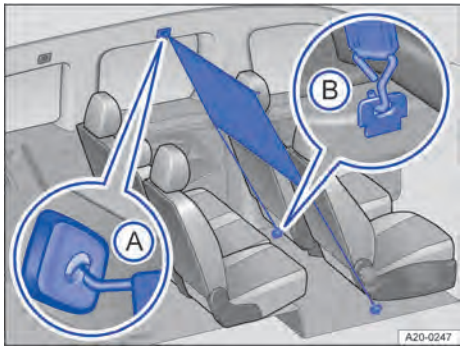
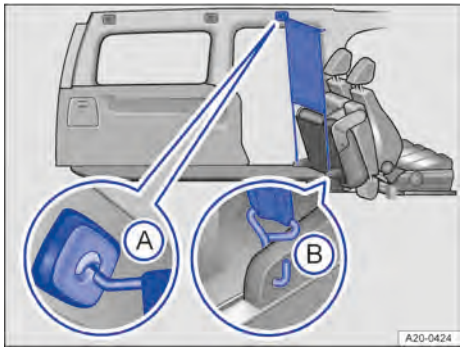

Fig. 155 Detrás de la primera fila de asientos: red de separación montada.
Fig. 156 Detrás de los asientos inclinados de la segunda fila: red de separación montada.
2. Enganche la red de separación en el alojamiento *delantero izquierdo* → Fig. 155 Ⓐ o → Fig. 156 Ⓐ del techo. Asegúrese de tirar de la varilla transversal hacia abajo más allá de la posición superior.
4. Enganche la red de separación en la fijación → Fig. 155 Ⓑ o → Fig. 156 Ⓑ.